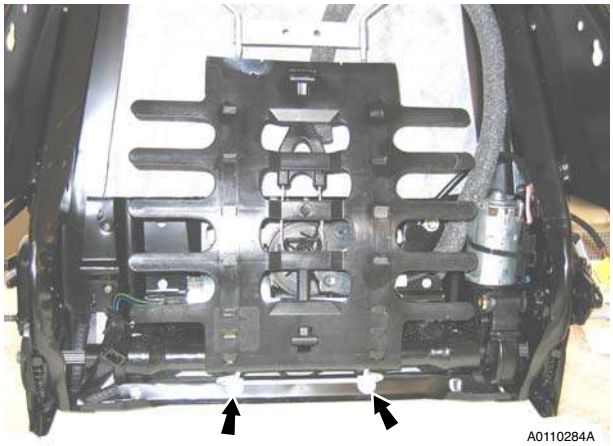

Figure 4
5. Remove lumbar support from seat frame (screws x2) (see Figure4).